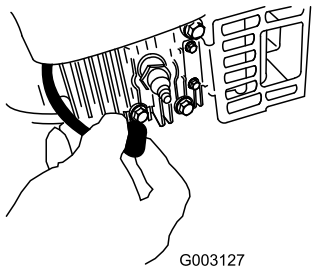

**Figuur 31**
2. Trek de bougiekabel los van de bougie (Figuur 31) voordat u onderhoudswerkzaamheden uitvoert.